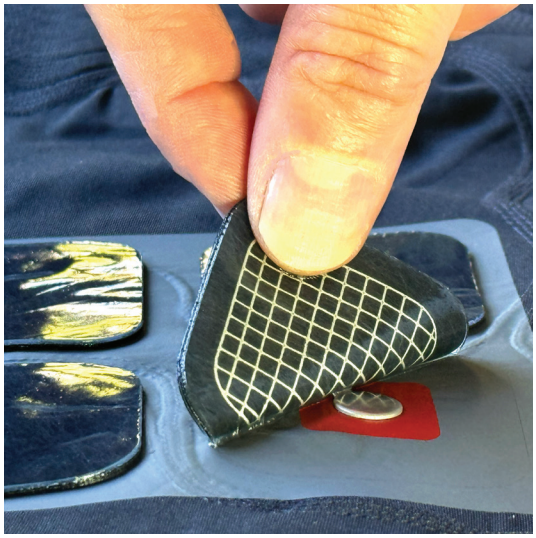

Figure 21 | Change Electrode Pads
- Gently pull off and discard all 24 electrode pads, or only those that have been identified as worn or damaged. Ensure the electrode metal discs are not removed and fabric is not torn (Figure 21).